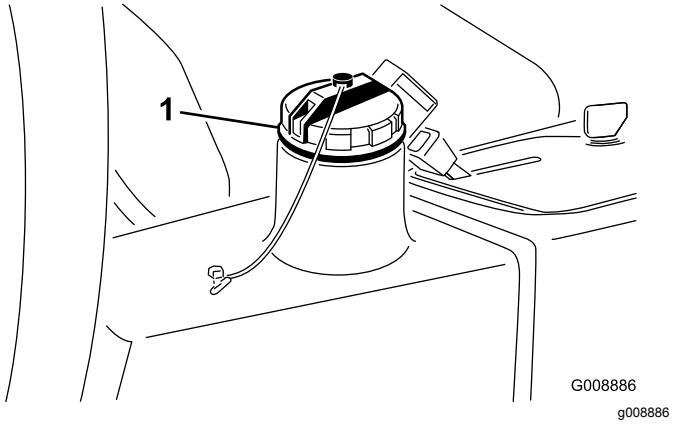

Figuur 41
2. Reinig de omgeving van de vulbuis en de dop van de hydraulische tank (Figuur 41) en verwijder de dop.